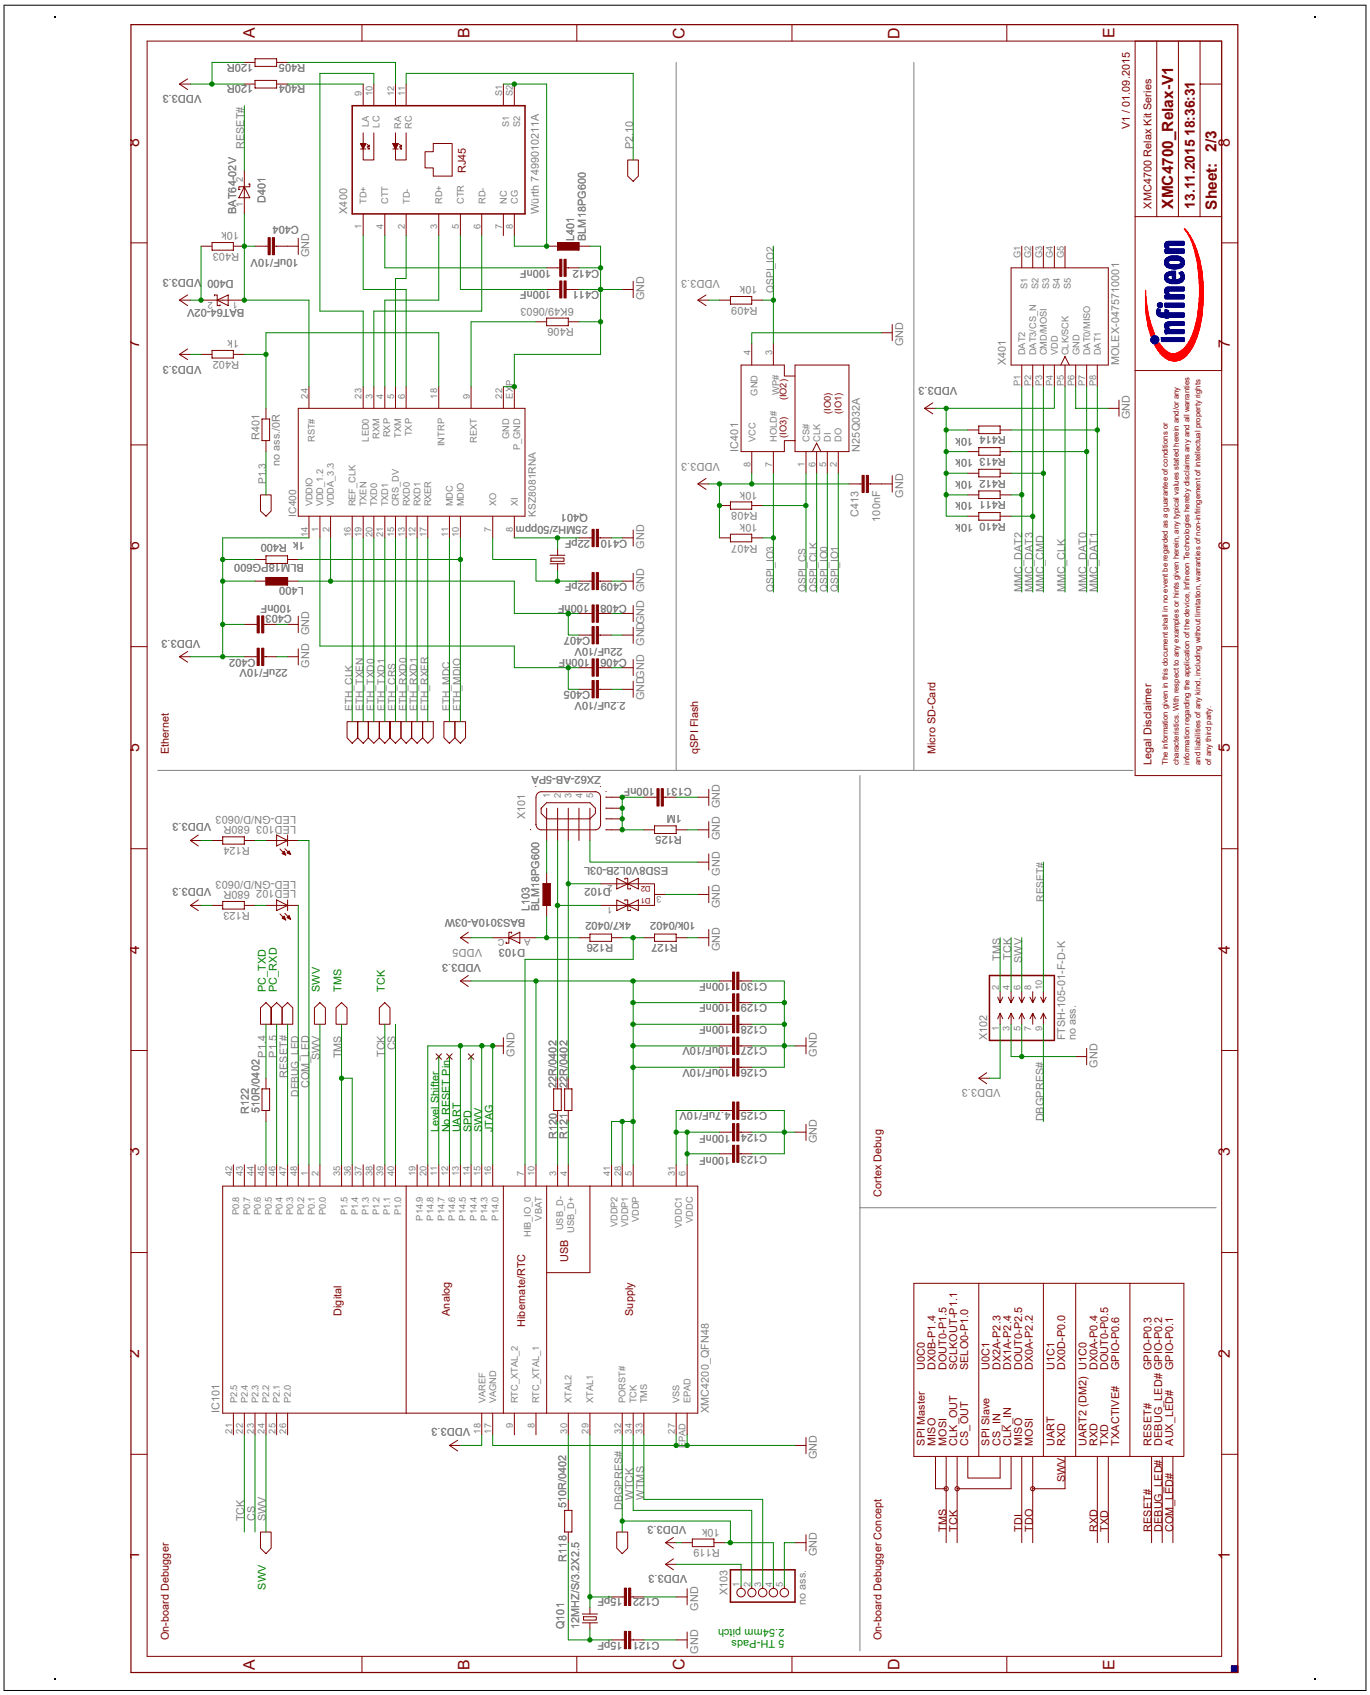

Figure 10 **Relax Kit Schematic: OBD Probe, Ethernet, Quad-SPI Memory, microSD Card Slot**
- Figure 10: Relax Kit Schematic: OBD Probe, Ethernet, Quad-SPI Memory, microSD Card Slo